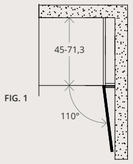

FIG. 1
- Se il lato apertura anta è accostato ad una parete inserire una fascia fissa (Fig. 1)
- If the door opening side is right up against a wall, insert a fixed strip (Fig. 1)
- Si le côté d'ouverture porte est accosté à une paroi, insérer un filler fixe (Fig. 1)
- Wenn sich die Seite, auf der die Front geöffnet wird, an einer Wand befindet, muss ein festes Band eingebaut werden (Abb. 1)
- Si el lado de apertura de la puerta apoya contra una pared, insertar una banda fija (Fig. 1)
- Если со стороны открывания створки находится стена, необходимо установить фиксированную планку (Рис. 1)
- 如果门板的开启边靠近墙壁，则插入一块固定补板条 (图1)